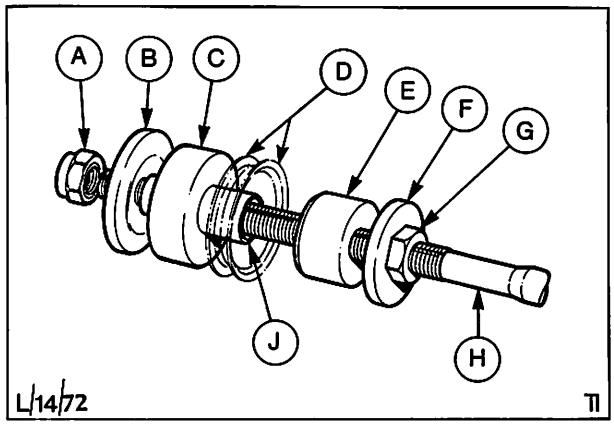

Abb. 49 Zugstrebe komplett mit Büchsen
4. Vordere Haltemutter der Zugstrebe, A in Abb. 49, Unterlegscheibe und Gummilager abnehmen.